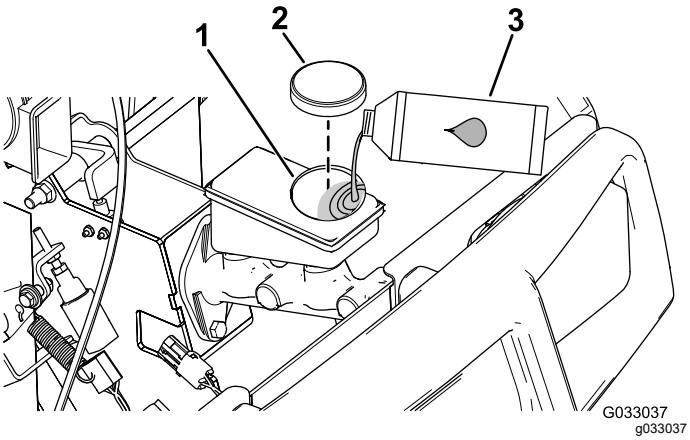

Figura 68
4. Eleve el capó para acceder al cilindro del freno principal y al depósito (Figura 68).
A. Limpie la zona alrededor del tapón del depósito y retire el tapón (Figura 68).
C. Coloque el tapón del depósito (Figura 68).